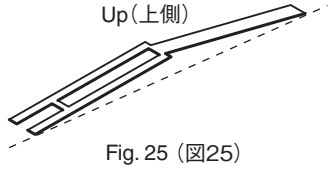

Fig. 25（図25）
* ***Be careful of the direction of the spring. It should be installed with its projecting end facing upward. (Fig.25)***
※ **スプリングの向きに注意してください。スプリングは、図 25 のように上側が凸になるように取り付けます。(図 25)**